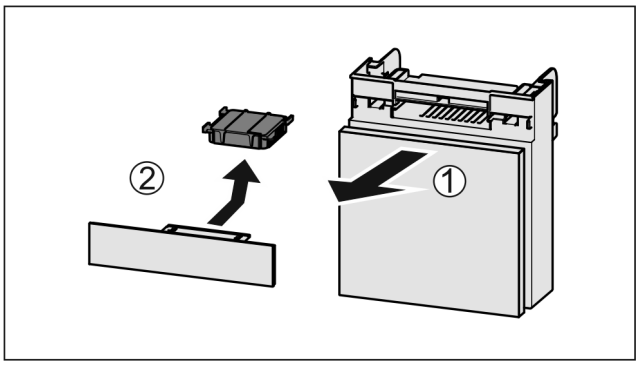

Fig. 200
▶ Pull out the compartment *Fig. 200 (1)*.
▶ Remove the carbon filter *Fig. 200 (2)*.